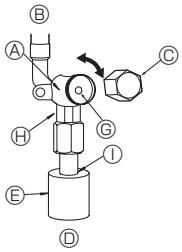

Fig. 4-5
(1) Lato gas (Fig. 4-5)
① Togliere il cappuccio e girare fino a quando è possibile l'asta della valvola in senso antiorario utilizzando una chiave esagonale di 4 mm. Smettere di girare quando si urta l'otturatore.